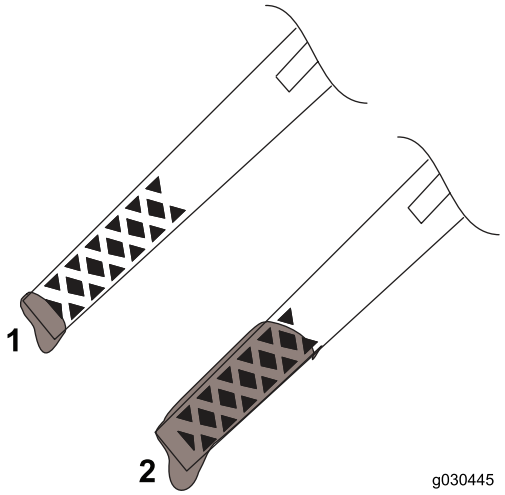

Rysunek 17
- Jeśli poziom oleju jest poniżej znaku Add na wskaźniku (Rysunek 17), dolej jego odpowiednią ilość. Patrz Wymiana oleju silnikowego (Strona 16).
- Jeżeli poziom oleju jest powyżej znaku Full (Rysunek 17), spuść jego nadmiar aż do osiągnięcia znaku Full na wskaźniku poziomu; patrz Wymiana oleju silnikowego (Strona 16).